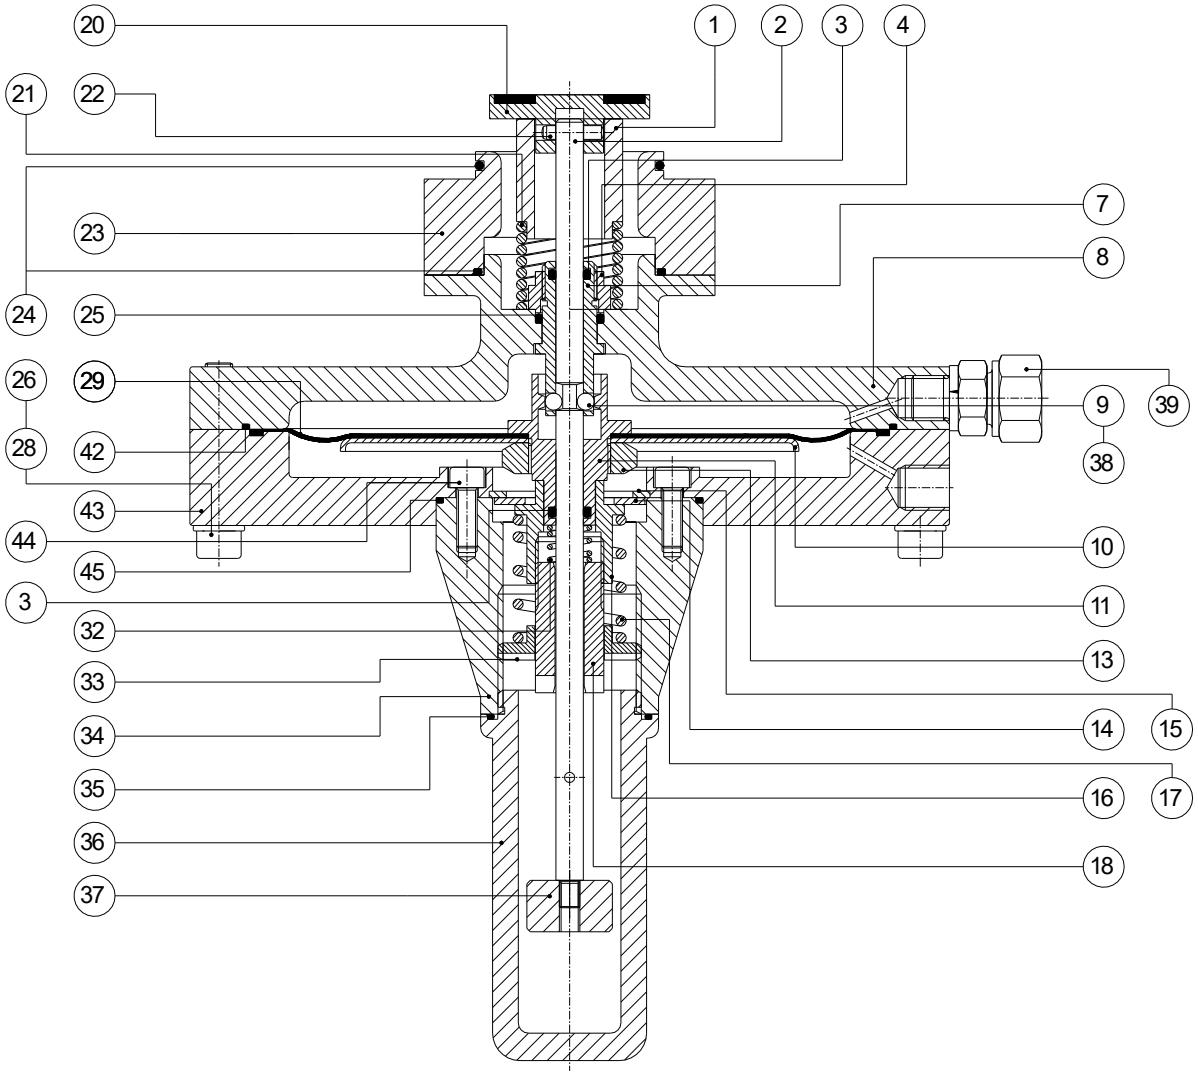

Abb. 19
Die eventuell vorhandene Minimaldrucksicherung kann durch vollständiges Herausdrehen der Einstellhülse (18) und Wiedereinbau ohne Entfernen des Federminimaldrucks (32) deaktiviert werden (siehe Abbildung 19).
Legen Sie das Ventil (20), wie in Abbildung 19 unten gezeigt, auf einen Tisch und dann die Achse (2), den Sicherungsstift (22) und den Ring (1). Das Ganze aufrecht auf den Tisch stellen, die Feder (21) einsetzen.